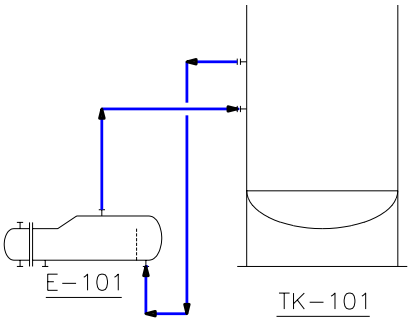

Figure 2-48 *Line connecting the vessel and the bottom nozzle of the heat exchanger*
10. Invoke the **Primary Line Segment** tool from the **Lines** tab of the **TOOL PALETTES** and connect the vessel to the nozzle located at the bottom of the heat exchanger. The line created should be similar to the one shown in Figure 2-48.